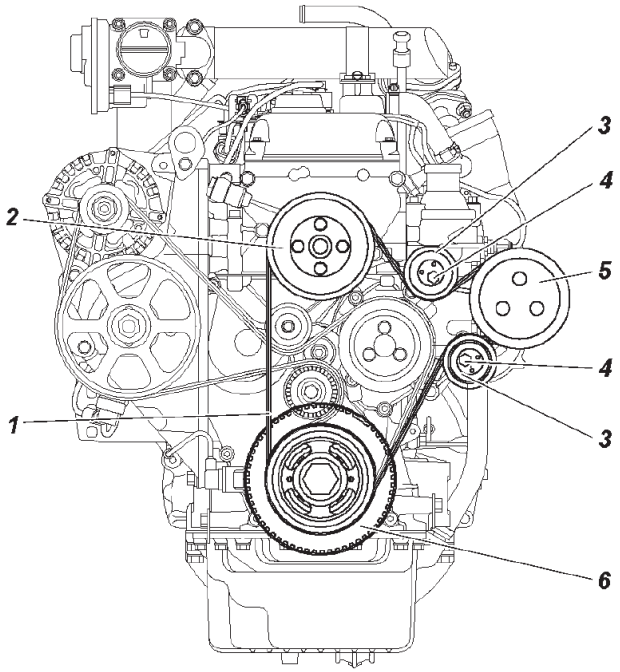

Abbildung 9.14. Antriebsriemen für den Lüfter und die Pumpe der Servolenkung:
- Lösen Sie den Schraubbolzen 4 (Abbildung 9.14);